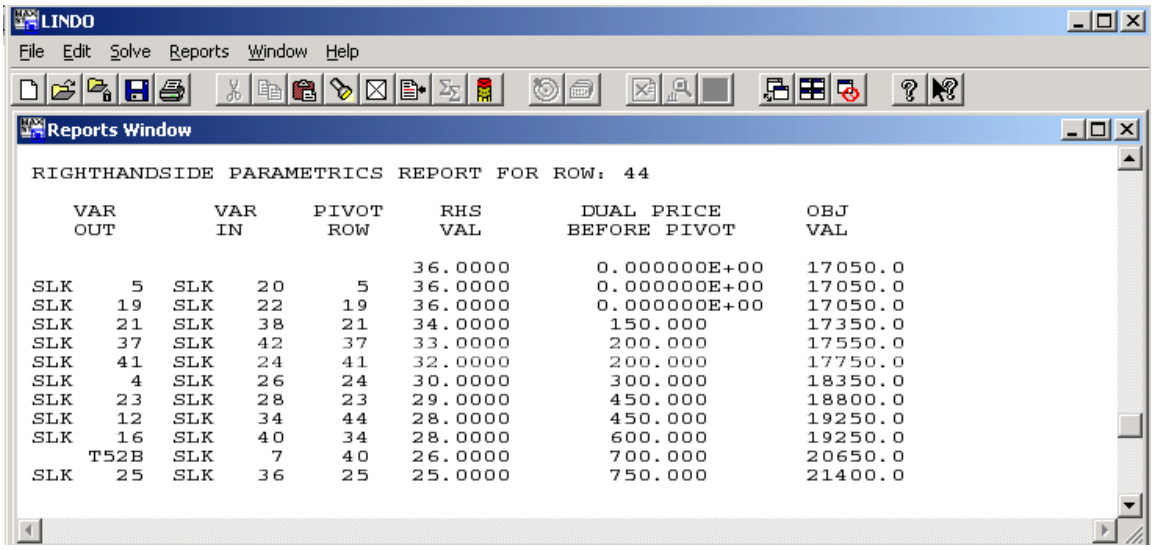

Figure 5.1: Results from Report Window.
Step 5: Get results from Report Window (Figure 5.1) and Parametrics Graph Window (Figure 5.2)